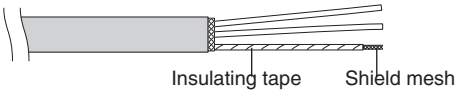

Fig. 4-10
(2) Unbraid the braided shield carefully and twist the unbraided shield wires tightly together. Insulate the shield wires by covering them with an insulation tube or wrapping insulating tape around them. (Fig. 4-10)